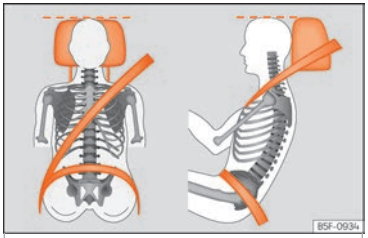

Abb. 4 Richtiger Gurtbandverlauf und richtige Kopfstützeneinstellung.
- Kopfstütze so einstellen, dass die Oberkante der Kopfstütze sich möglichst auf einer Linie mit dem oberen Teil des Kopfs – jedoch nicht niedriger als Augenhöhe – befindet. Den Hinterkopf so nah wie möglich an der Kopfstütze positionieren ››› **Abb. 4**.